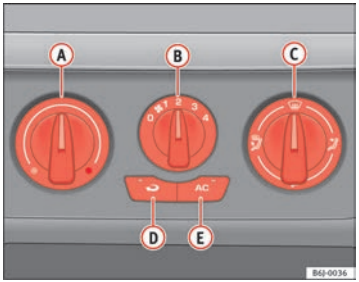

Fig. 90 Air conditioning controls on the dash panel
– Disconnect the cooling system using button ⇒ fig. 90 AC (the button light turns off).
– Turn the temperature selector (A) to set the desired temperature inside the vehicle.
– Set the air distribution control (C) to the air flow configuration desired: (towards the windscreen), (towards the chest), (towards the footwell) and (towards the windscreen and footwell areas).
When air recirculation mode is switched on (button ⇒ page 121, fig. 90 with warning lamp) strong odours in the outside air do not enter the vehicle interior, for example when passing through a tunnel or in a traffic jam.